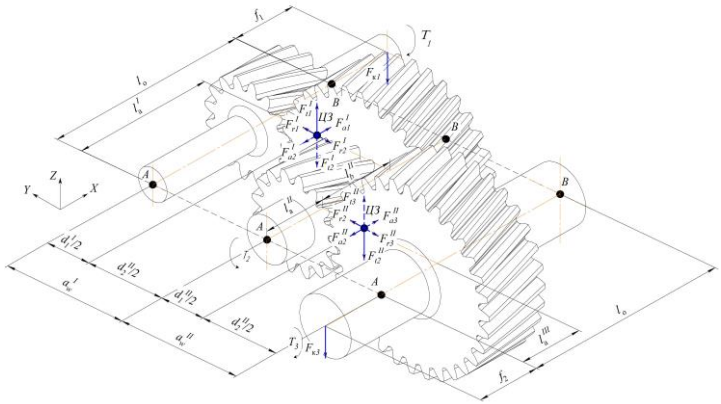

Рис. 3.1. К компоновке цилиндрического двухступенчатого редуктора
1. Так как редуктор выполнен по развёрнутой схеме (рис. 3.1), компоновку начинаем с промежуточного – 2-го вала.
Общая схема компоновки редуктора и расположение сил в зацеплениях колёс в пространстве показаны на рис 3.1. Важно силу $F_к$ на схеме прикладывать так, чтобы она была направлена против максимальной радиальной силы из всех, возникающих в зацеплении – в примере максимальной радиальной силой в зацеплении колёс первой ступени является сила $F_{tI} = 246{,}235$ Н. На рис. 3.1. показаны направления всех сил, возникающих в зацеплении зубчатых колёс редуктора, при вращении валов и направлении нарезки зубьев так, как показано на рисунке основными линиями силы в зацеплении, пунктирными – их реакции со стороны парного колеса.
Производим расчёт быстроходного вала. Схема к расчёту показана на рис. 3.1.